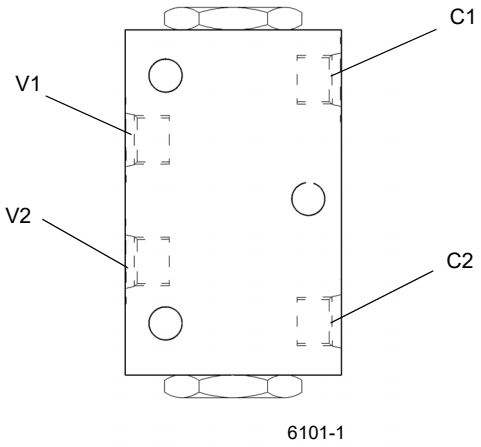

FIGURA 2-27
A válvula de segurança operada por piloto (PO) duplo Figura 2-27 está localizada no lado esquerdo da placa lateral esquerda da superestrutura, atrás da cabine. Ela é usada para manter ou travar o cilindro de inclinação da cabine no lugar. a vazão do óleo é direcionado das entradas “V” para as entradas “C”, enquanto bloqueia a vazão na direção oposta. a vazão é invertido de “C” para “V” quando o óleo de pressão piloto é aplicado à entrada “V” no lado oposto.